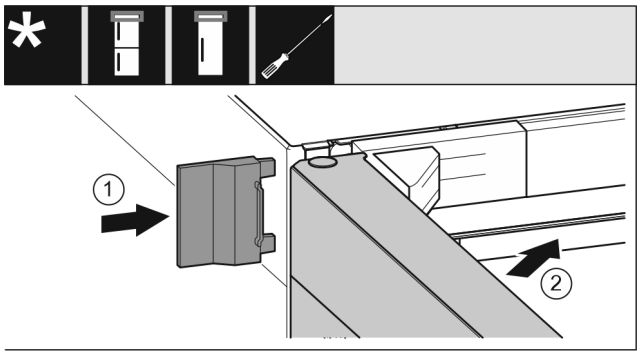

Fig. 21
- ▶ Äußere Abdeckung aufschieben. *Fig. 21 (1)*
- ▶ Obere Tür schließen. *Fig. 21 (2)*